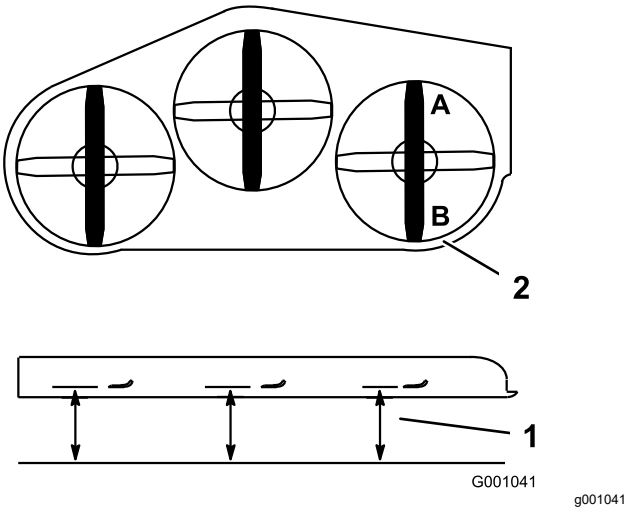

Figura 93
2. Coloque una cuchilla en posición longitudinal. Mida en las posiciones **A** y **B** desde una superficie nivelada hasta el filo de corte de los extremos de la cuchilla (Figura 93).